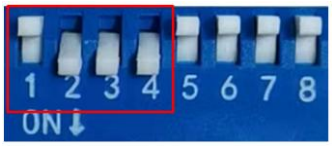

图 6.38 外部 PWM 闭环拨码开关设置
- 将拨码开关设置为 SW4=ON（选择闭环运行模式），SW1=OFF，SW2= ON，SW3= ON（选择外部 PWM 控制方式），如图 6.38。